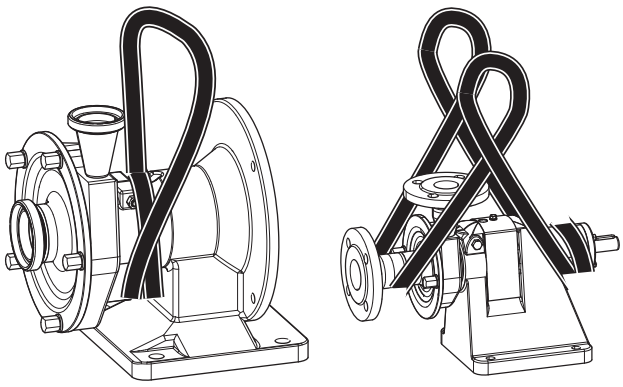

rys. 57 Transport za pomocą dźwigu
1. Okrągłą pętlę dwukrotnie owinąć o szyjkę latarni (patrz *rys. 57 „Transport za pomocą dźwigu“, strona 35*).
1. Okrągłą pętlę dwa razy przełożyć przez tylny koniec kozła łożyskowego (patrz *rys. 57 „Transport za pomocą dźwigu“, strona 35*).